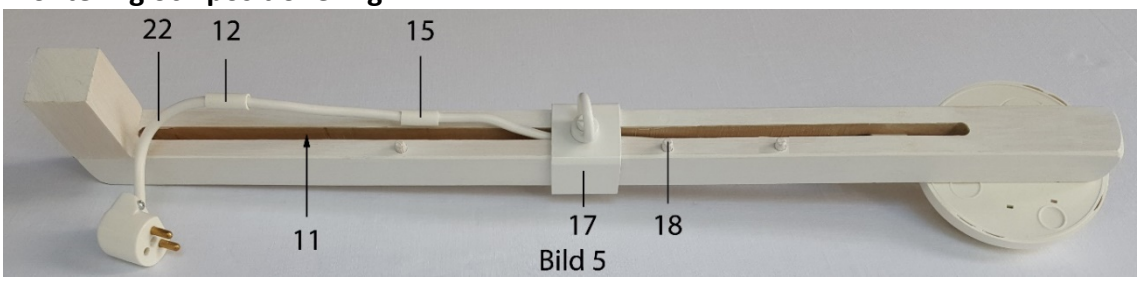
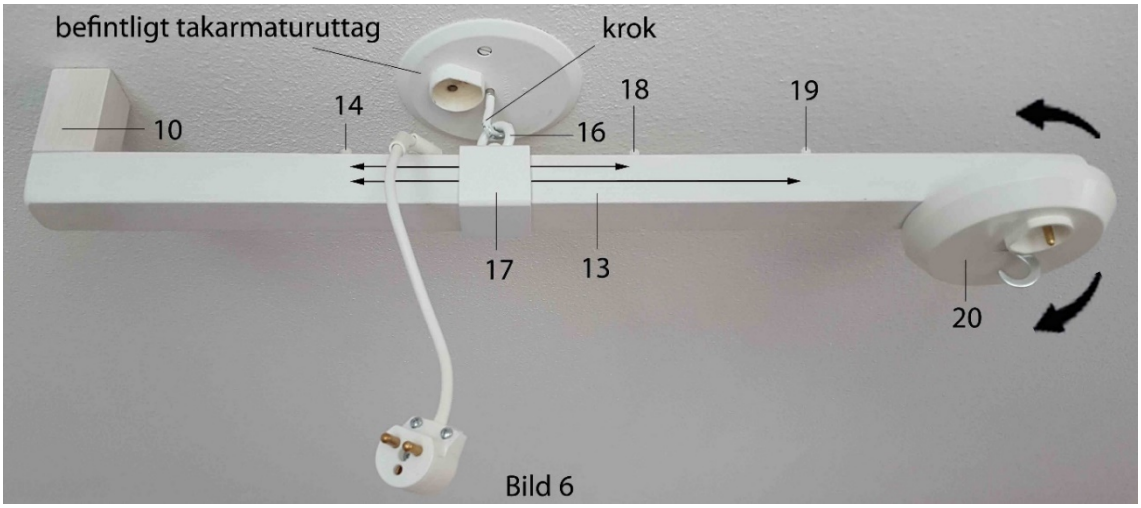

Bild 5
Bild 6
Flytta glidöglan(17) mot stoppelement(18). Lyft slangklämmorna 12 och 15 ur sladdspåret(11) genom att försiktigt dra upp sladden(22) från sladdspåret(11). Se Bild 5. Häng upp den vridbara fästanordningens ögla(16) i kroken av ett befintligt takarmaturuttag. Var uppmärksam på att fästanordningens ögla hålls kvar i kroken under positioneringen. Lyft på takarmaturuttaget(20) tillräckligt så att stödet(10) släpper taket, förskjut nu kabeldragningsarmen(13) i längsriktningen genom glidöglan(17) till önskat avstånd mellan de två stoppelementen 14 och 18 alternativt 19 om stoppelement 18 är utdraget, du kan nu även rotera kabeldragningsarmen(13) för positionering till den önskade platsen i sidled, när du uppnått önskad position släpp takarmaturuttaget(20) försiktigt. Se bild 6.